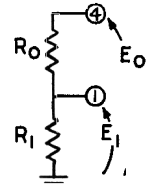

Fig. 16. Non-inverting amplifier analyzed as a voltage divider.
Since no current flows into pin (1), R_o and R_I form a simple voltage divider (Fig. 16). The same voltage must appear at pins (1) and (2).